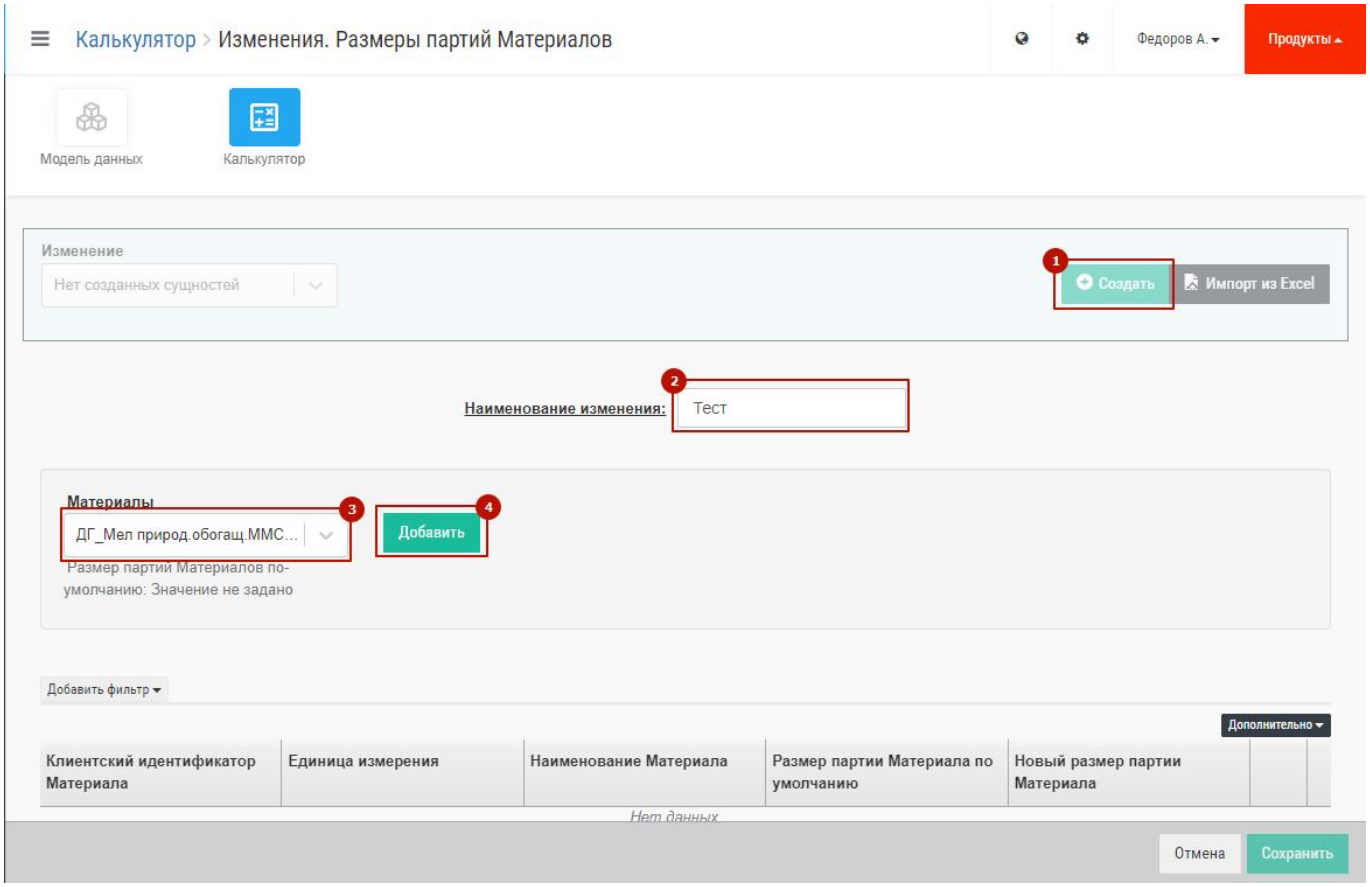

Рис. 54 – Создание изменения по размерам партий
- нажать кнопку «Создать» (1 на Рис. 54);
- заполнить поля «Наименование изменения», «Материал» и нажать кнопку «Добавить» (2 + 3 + 4 на Рис. 54);